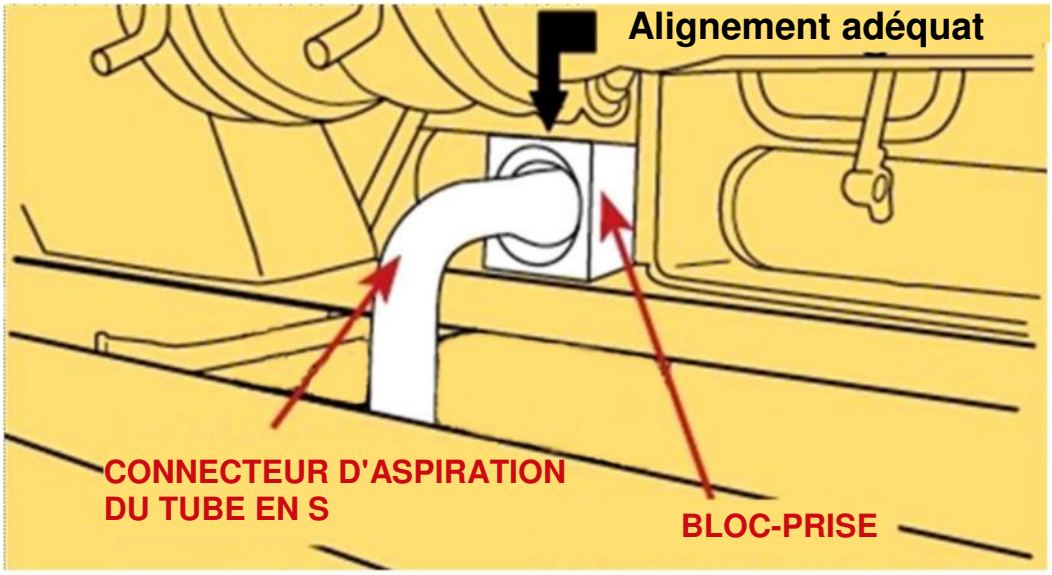

Fig. 5
3. Assurez-vous que le tiroir du filtre est complètement fermé et que le tube d'aspiration et le bloc-prise sont à la position appropriée. Fig. 5